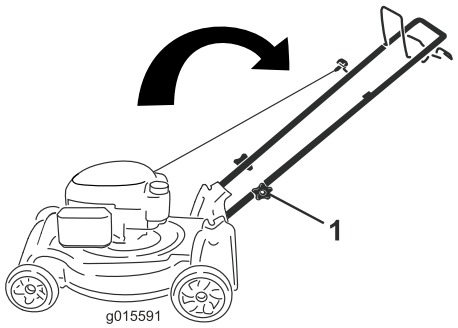

Figur 31
1. Løsn håndtagsknapperne, indtil det øverste håndtag bevæger sig frit (Figur 31).
1. Håndtagsknap (2)
2. Flyt håndtaget fremad som vist i Figur 31.